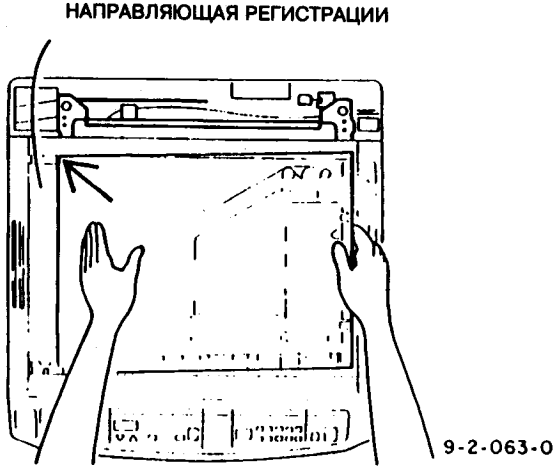

Рис.2 Установка стекла оригинала
1. Зафиксировать стекло оригинала, нажимая на него в направлении, показанном стрелкой (рис.2). Установка производится в порядке, обратном процедуре снятия.